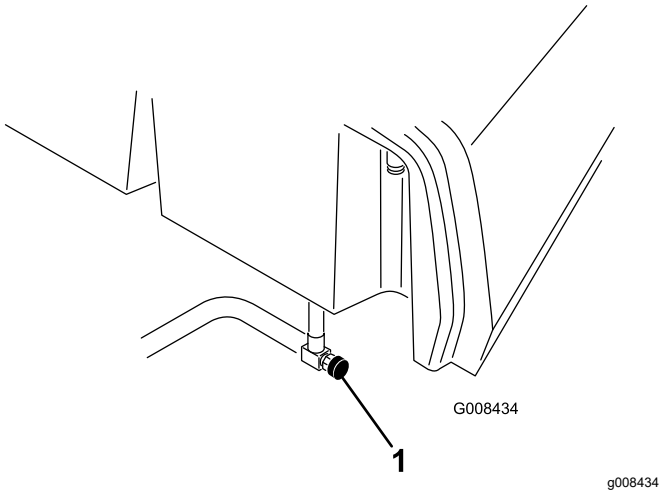

Figur 35
1. Luk brændstofafbryderventilen (Figur 35) under brændstoftanken.